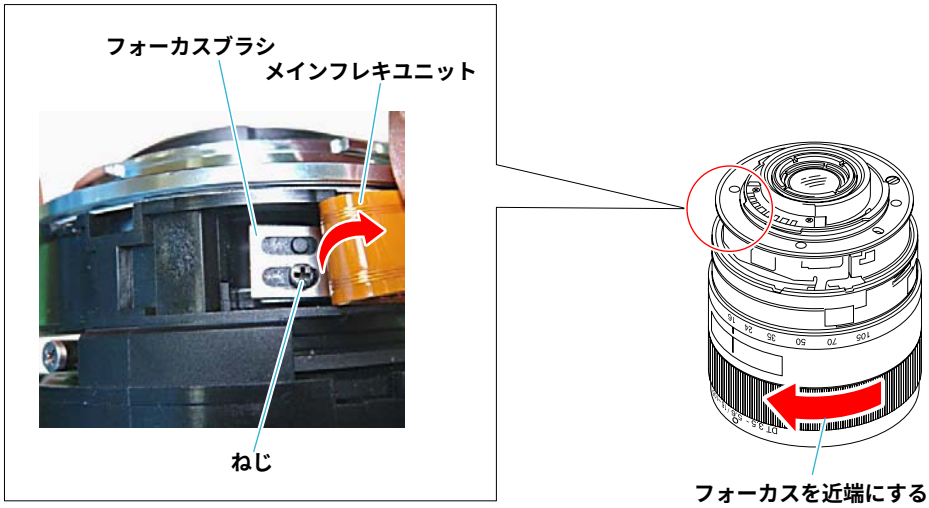

Fig.4-10-2
2) Fig.4-10-2に示すポリエステルテープをはがし，ピンセットなどでメインフレキユニットを少し開き，フォーカスブラシを固定しているねじ2本を緩める。